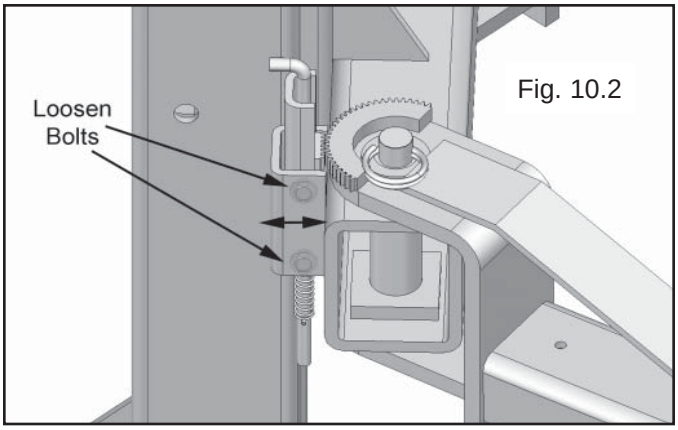

Fig. 10.2
6. Loosen the bolts on the Arm Restraints. Adjust the Arm Restraints so the gears mesh firmly and smoothly. Tighten the Arm Restraint Bolts. Apply a small amount of grease to the gears. (See Fig. 10.2)